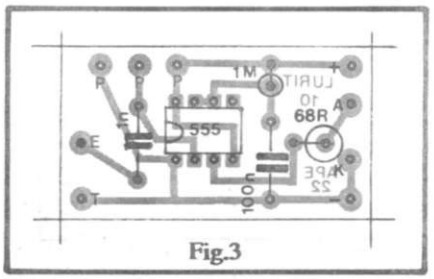

Fig.3
- **FIG.3** - "Chapeado" da montagem. A placa, na figura, é vista pelo lado não cobreado, já com todas as peças posicionadas. Observar que (por razões de compactação...) os resistores são montados "em pé". O "resto" não tem "segredo", bastando ao iniciante observar o posicionamento do Integrado, referenciado pela marquinha existente numa de suas extremidades. Quem ainda tiver dúvidas deve recorrer ao TABELÃO APE (lá no começo de todo exemplar da nossa Revista...), cujas informações visuais esclarecem quanto à identificação de códigos, terminais, polaridades e o "escambau"... Os Leitores que ainda estão "pagãos" em montagens, também não precisam "ter medo"... Uma leitura atenta às INSTRUÇÕES GERAIS PARA AS MONTAGENS (junto ao TABELÃO, no começo da Revista...) dará todas as "dicas", conselhos e "macetes" necessários a uma construção sem problemas, da LURIT-10 (e de qualquer outra montagem...). Algumas "illhas periféricas" (junto às bordas da placa), na fig. 3, apresentam-se sem ligação... Esses pontos referem-se às conexões externas à placa, que são vistas na próxima figura (conferir tudo direitinho, antes de passar para a próxima fase da montagem...).